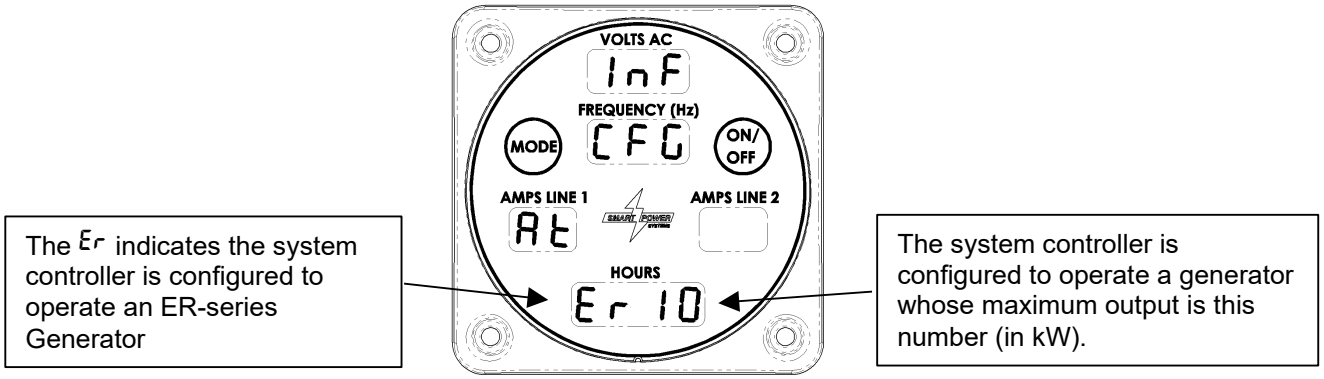

Figure 22 – Example Configuration Display
e. When the Command & Control Center is in Normal mode, pressing the Mode switch five times will cause the configuration of the generator system controller to be displayed. The "Er" indicates the controller is configured to run an enclosed generator, and the number displayed corresponds to the maximum power output of the generator in kilowatts (reference Figure 22).
2. Multiplex developers who have worked with Smart Power Systems® will be able to supply database information and screen layouts to their OEM customers. Potential display screens and available information can be seen in Figures 22 and 23, below. For independent development please contact Smart Power Systems® at (231) 832 5525 for J1939 message details.